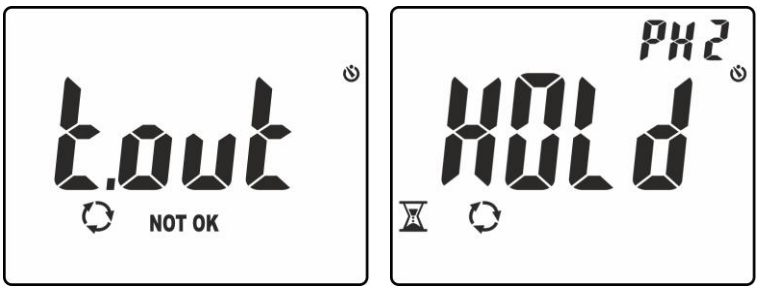

Fig. 13: Reconhecimento da fase L1 e aguardando pela fase L2
6. Colocar a ponteira vermelha na fase **L2** do sistema trifásico em exame (ver Fig. 102). Nos casos em que a passagem entre a fase L1 e a fase L2 tenha um tempo superior a **10s**, o instrumento apresenta a mensagem "**t.out**" no display (ver Fig. 13 – parte esquerda) Em condições corretas de tensão e frequência, o instrumento apresenta a mensagem "**HOLD**", os símbolos ⌛ e "PH2" e emite um som contínuo aguardando pelo reconhecimento de um valor estável da tensão na fase L2 (ver Fig. 13 – parte direita)